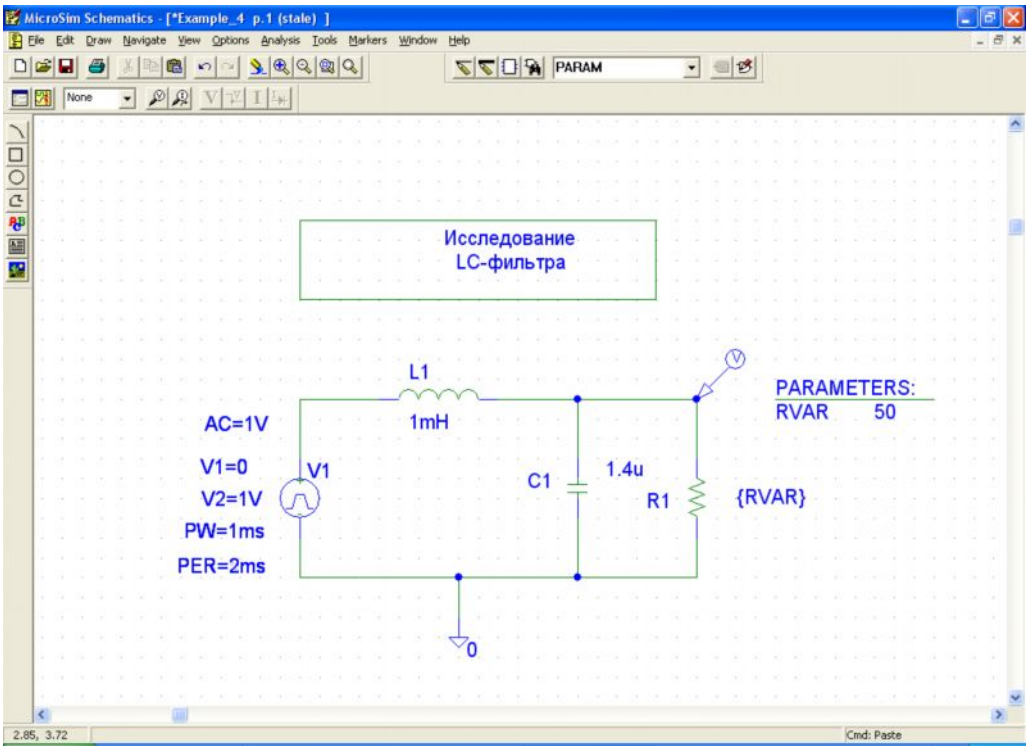

Рис. 17
Пример 3. Необходимо выполнить многовариантный анализ *LC*-фильтра нижних частот при изменении сопротивления резистора *R1* (рис. 17).
1. Соберем схему фильтра на наборном поле и установим требуемые значения элементов (рис. 17). На входе включим источник VPULSE. Такой источник позволит провести анализ как частотных, так и временных характеристик.